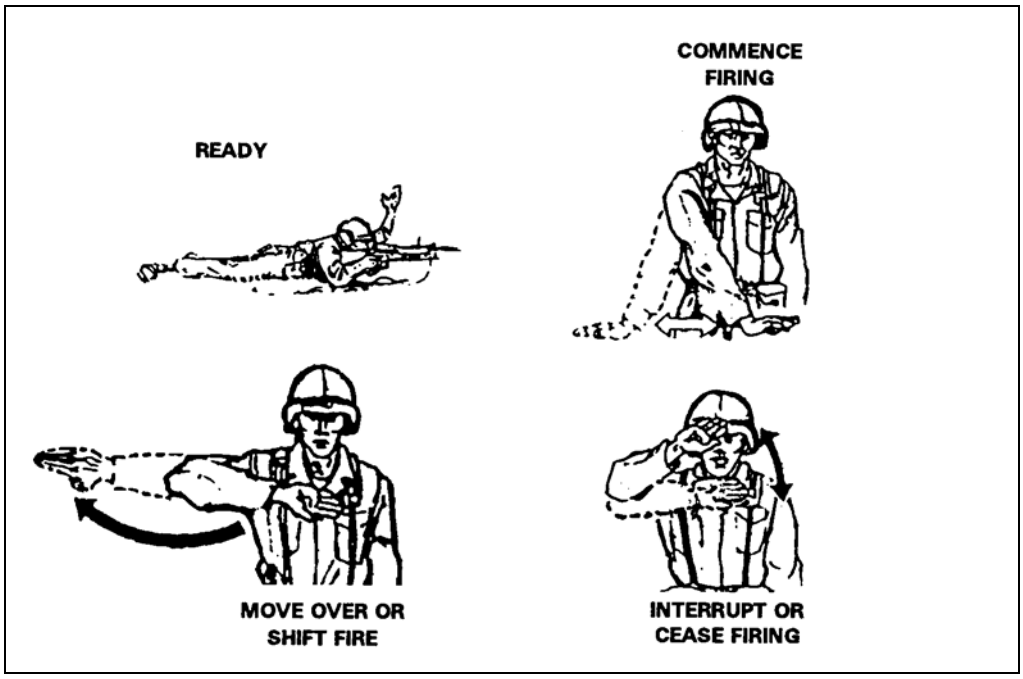

Figure 6-12. Arm-and-hand signals.
(2) ***Arm-and-Hand Method***. To control fire when battlefield noise or distance to the grenadier is too great, the leader must use arm-and-hand signals (Figure 6-12, page 6-16). When he wants a specific grenadier to execute an action or movement, he gives a preliminary signal to that grenadier only. The following signals are commonly used by leaders and grenadiers: